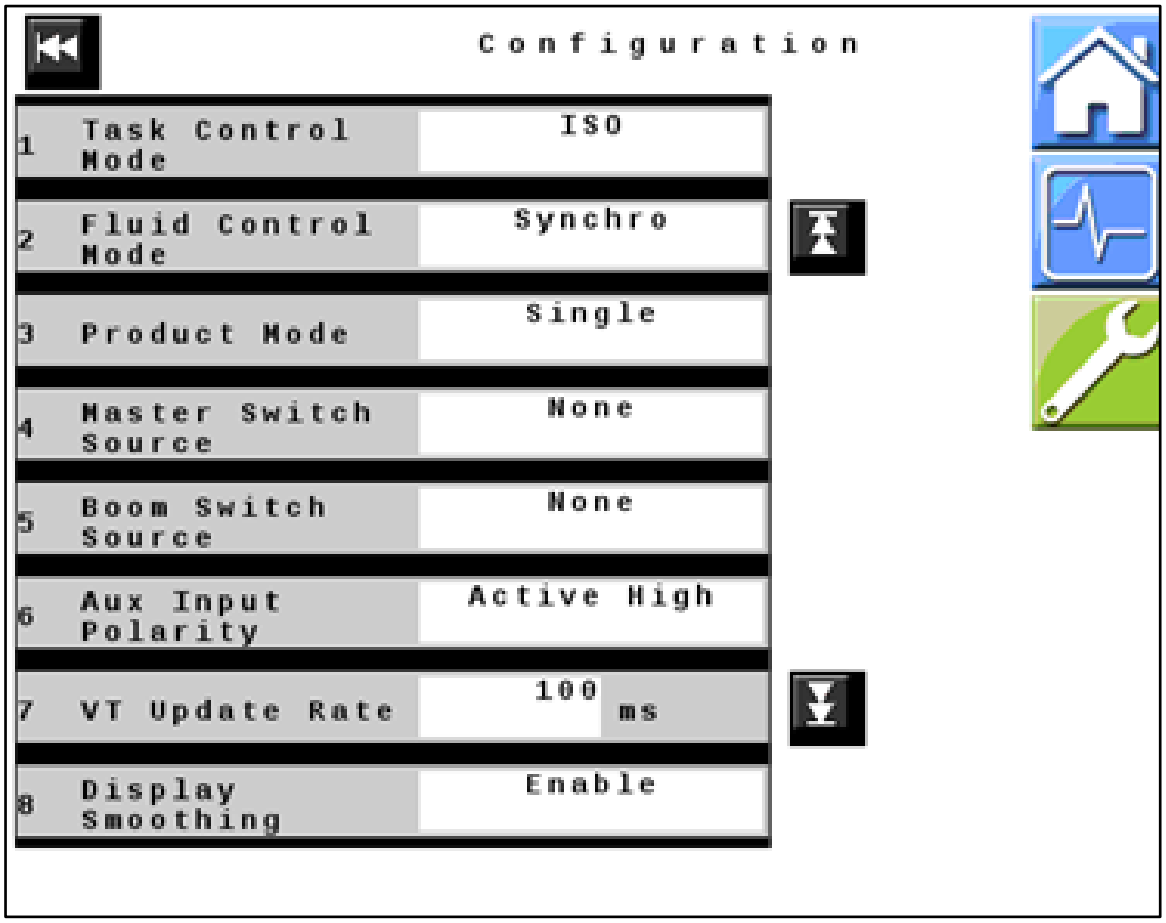

Figure 6 — Configurations Page 1
Note: ANYTIME you change settings, you MUST tap the **Settings** icon to go into the **Settings** menu and select **Initial Setup > Configurations > Software Restart** to save settings. If the unit is turned off or loses battery power before this is done, the new settings will not be saved. Refer to *Figure 6* for the location of this function.
13. *Figure 6:* Verify that all values displayed on your unit match those shown here. Change values if necessary.